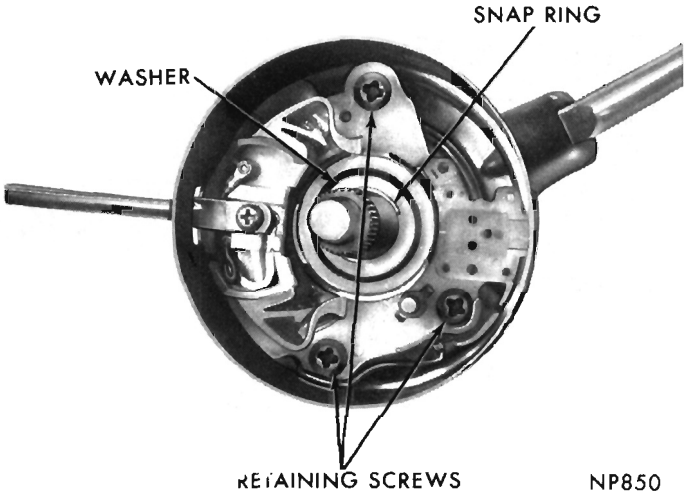

Fig. 4—Steering Column (Upper End)
(6) Remove snap ring, flat washer and wave washer from upper end of steering shaft (Fig. 4).
(8) Loosen 3 turn signal switch retaining screws approximately 7 turns (Fig. 4) or until turn signal